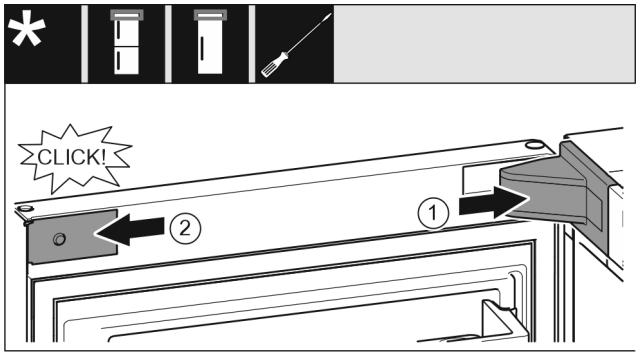

Fig. 26
▶ Lagerbockabdeckung *Fig. 26 (1)* aufsetzen und einrasten, ggf. vorsichtig auseinanderdrücken.
▶ Blende *Fig. 26 (2)* seitlich ansetzen und einrasten.